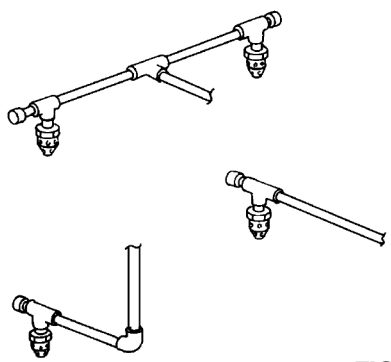

FIGURE 7
8. All dead end pipe lines to be provided with a capped nipple, 2 in. long. See Figure 7.